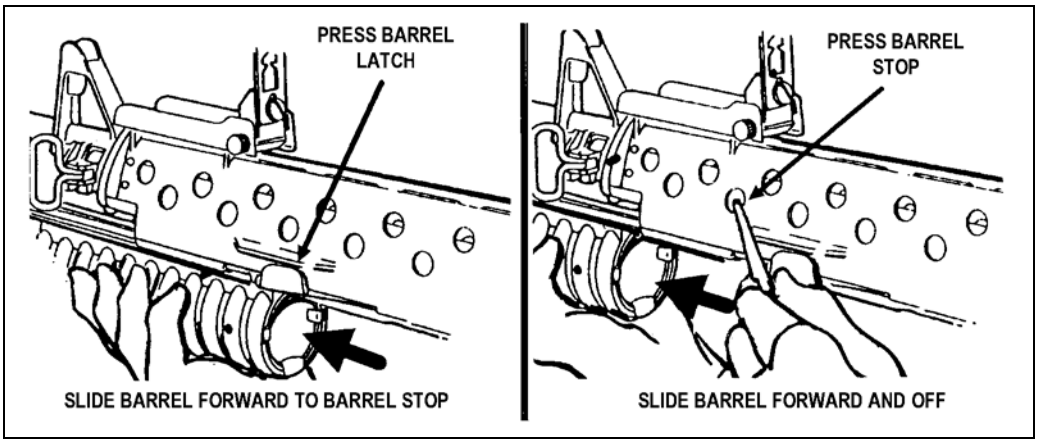

Figure 3-19. Removing the barrel assembly before the handguard assembly.
(1) ***Barrel Assembly First***. Push the barrel latch and move the barrel forward until it hits the barrel stop. On the left side of the handguard, insert a cleaning rod into the fourth hole back from the muzzle, depress the barrel stop, and slide the barrel forward and off (Figure 3-19).